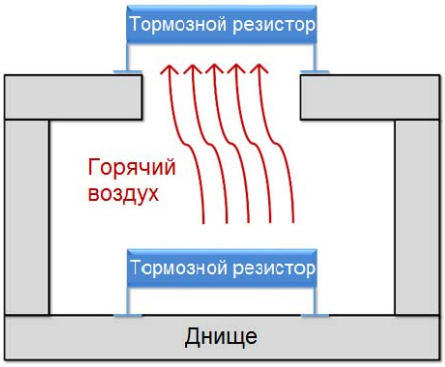

Рис. 7-9
- Не монтируйте один тормозной резистор над другим или в потоке горячего воздуха от другого тормозного резистора (см. рис. 7-9).